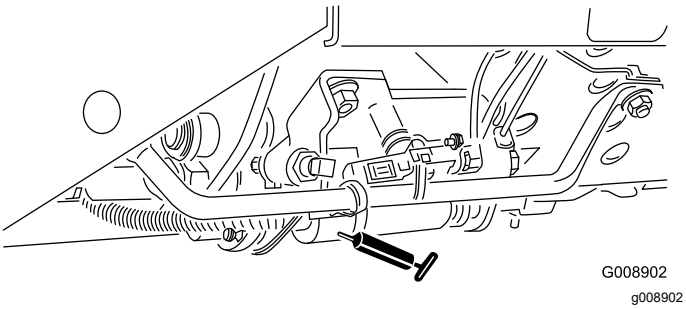

Figur 61
- Skjutreglage för klippning/transport (Figur 61)